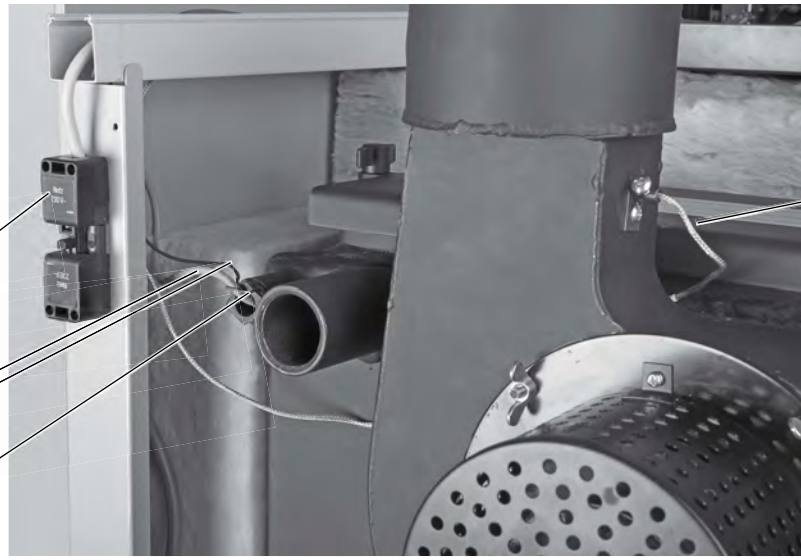

Fig. 68 Chaudière bois à gazéification – Face arrière
- Visser la prise réseau à l'arrière de la paroi latérale à l'aide de 2 vis à tôle 2,9 x 16 – Fig. 68.
- Insérer la sonde de chaudière et la sonde du limiteur de température de sécurité (STB) aussi profondément que possible dans la gaine d'immersion, puis les fixer à l'aide d'une fixation de sonde pour éviter qu'elles ne sortent – Fig. 68.
- Monter la sonde de fumées avec le tube de protection (accessoire) dans la buse de fumées, comme indiqué dans la notice de montage fournie – Fig. 68.